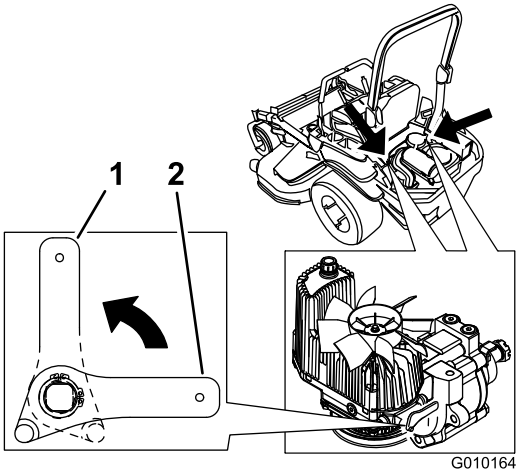

Figur 36
2. Vri løseventilspakene vertikalt for å skyve maskinen. Dette tillater at hydraulikkoljen passerer gjennom pumpen, og at hjulene ruller (Figur 36).
4. Vri løseventilspakene horisontalt for å kjøre maskinen (Figur 36).